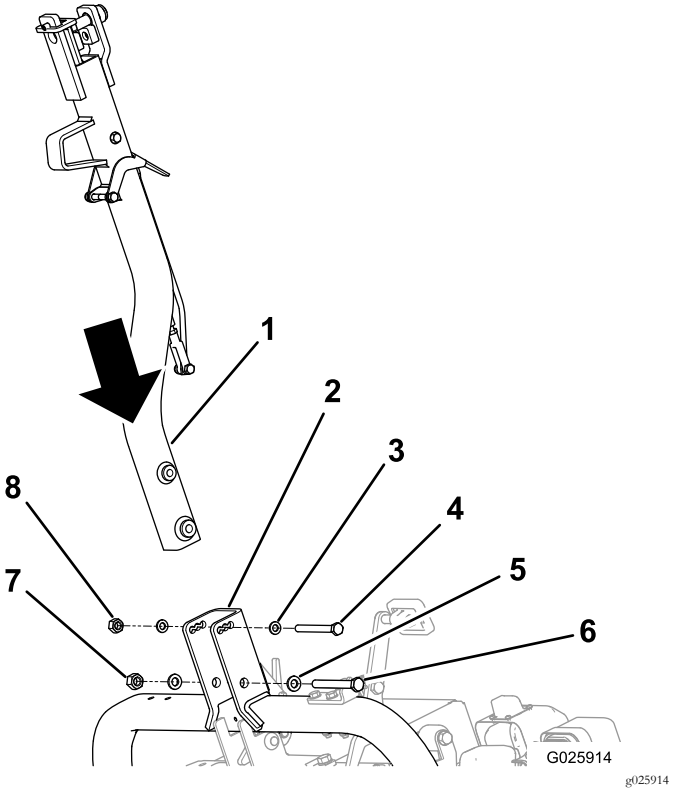

**Figur 5**
2. Fest koblingen til koblingsdreiebraketten med den egnede maskinvaren. Se Figur 5.